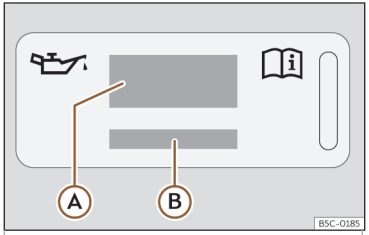
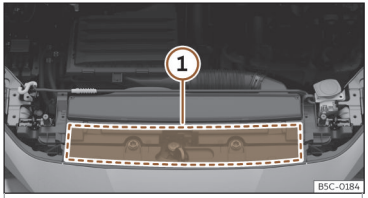

Abb. 208 Im Motorraum: Aufkleber mit Motoröl-Spezifikationen
Abb. 209 Im Motorraum: Position des Aufklebers mit Motoröl-Spezifikationen
Legende zu»» **Abb. 208**:
Wenn Motoröl nachgefüllt werden muss, verwenden Sie eines der auf dem Aufkleber angegebenen Motoröle»» **Abb. 208**. Der Aufkleber mit der vorgeschriebenen Motoröl-Norm befindet sich im vorderen Bereich des Motorraums»» **Abb. 209** ①. Bei Verwendung des empfohlenen Motoröls kann das Motoröl so oft wie erforderlich nachgefüllt werden.